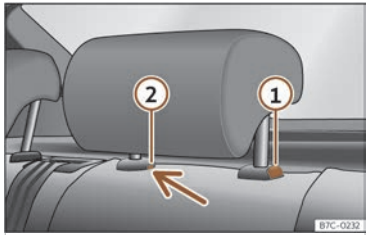

Fig. 72 Apoyacabezas trasero: desmontaje.
- Pulse la tecla ››› **fig. 72** ①, apretando a la vez por el orificio del seguro ② con un destornillador plano de máximo 5 mm de anchura y retire el apoyacabezas.